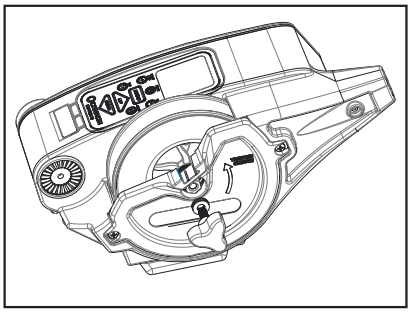

Figure 17
1. Desserrez et retirez le bouton d'embrayage. Tournez le bouton d'embrayage dans le sens horaire jusqu'à ce qu'il soit libre de l'arbre moteur. (Figure 17)